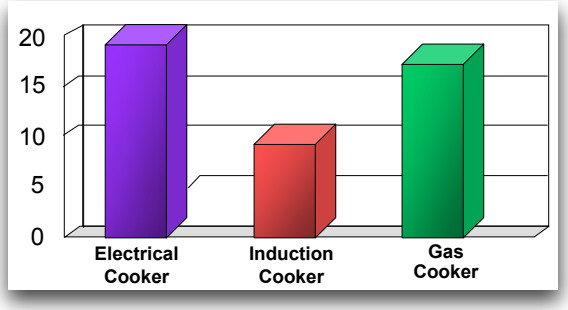

Figure 5: Rice Cooking Time
- Comparison with other types of cooking systems are listed in **Figure 5**.